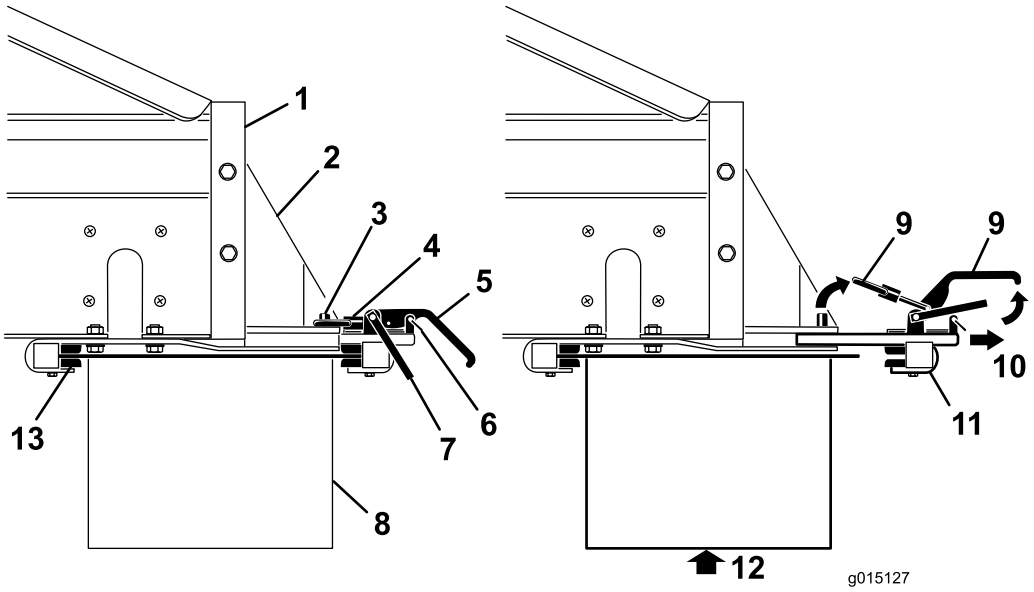

Figur 29
1. Avlägsna säkerhetsspärrens klämmor från spännhandtagen (Figur 29).
2. Lyft säkerhetsspärren och lyft sedan spännhandtagen för redskapskoppling och frigör låsringarna från låssprintarna (Figur 29)
3. För den bakre redskapskopplingsklämman ut ur snabbkopplingsurtagen (Figur 29).
4. Ta hjälp av någon och för framkanten av dubbelspridaren upp och under bakänden på MH-400, in i de främre klämmorna på fästena (Figur 29).
5. Stötta dubbelspridaren och för den bakre redskapskopplingsklämman tillbaka in i urtagen i fästena och över bakänden (Figur 29).
7. Sätt tillbaka säkerhetsspärrens klämmor i spännhandtagen (Figur 29).